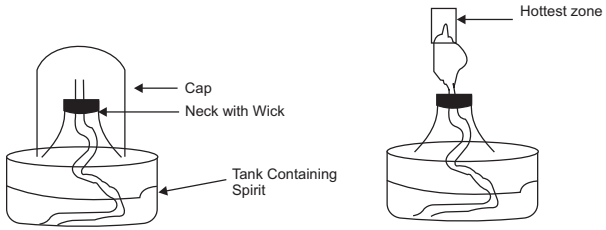

Fig. 1.13. The spirit lamp
(3) *Cap:* This is the cover of the spirit lamp, required for putting off and put it on when no in use. (See Fig. 1.13 for the diagram of ideal spirit lamp).